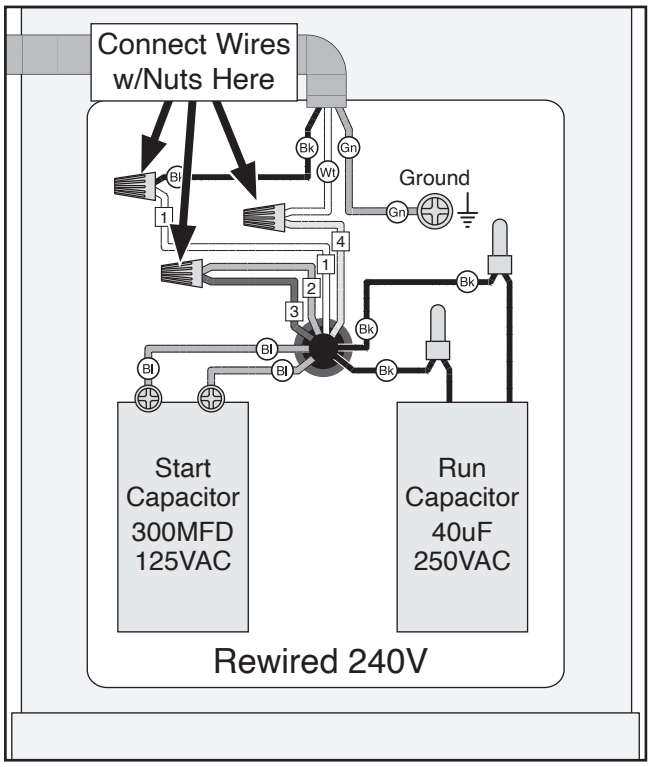

Figure 9. Motor rewired for 240V.
10. Use wire nuts to connect wires as indicated in **Figure 9**. Twist wire nuts onto their respective wires and wrap them with electrical tape so they will not come loose during operation.